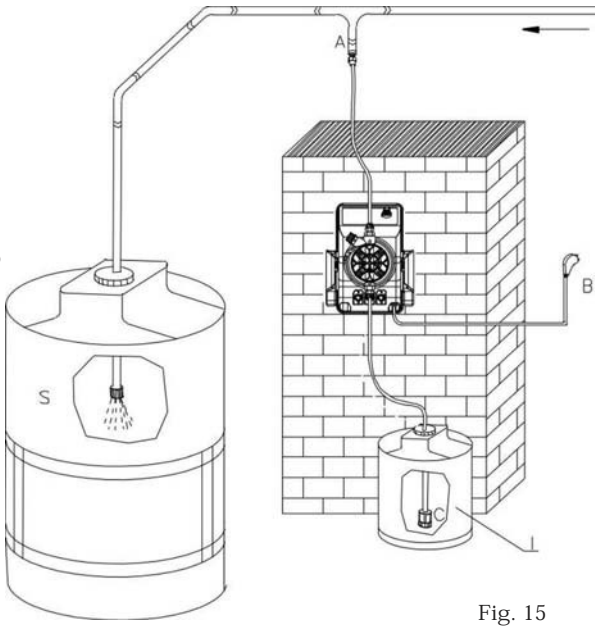

Fig. 15
7.2 - TYPISCHER ANLAGENPLAN (Fig.15)